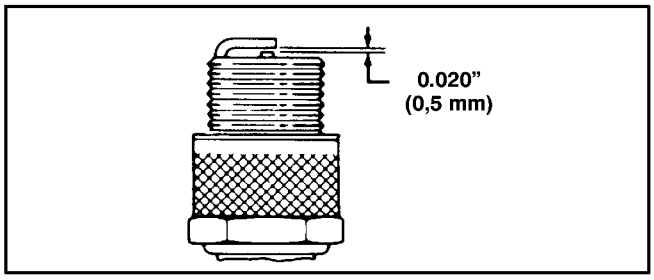

Abbildung 18
3. Den Luftspalt auf 0,5 mm (0.020") einstellen (Abb. 18). Die auf den korrekten Abstand eingestellte Zündkerze mit einer Dichtungsscheibe versehen und auf 19 N·m (14 ft-lb) anziehen.